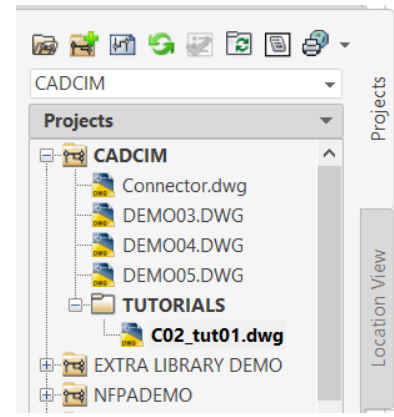

Figure 2-66 *The C02_tut01.dwg moved to the TUTORIALS subfolder*
3. Drag and drop the *C02_tut01.dwg* drawing created in Tutorial 1 on the *TUTORIALS* subfolder; the *C02_tut01.dwg* drawing is moved to the *TUTORIALS* subfolder, refer to Figure 2-66.